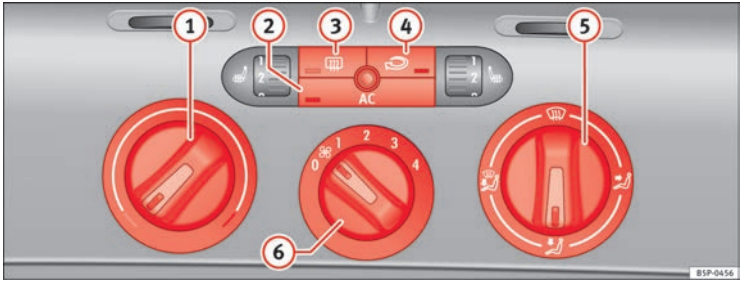

Abb. 131 In der Instrumententafel: Bedienelemente der Climatic
– Drehen Sie den Temperaturregler ⇒ Abb. 131 (1) nach rechts, bis die gewünschte Heizleistung erreicht ist.